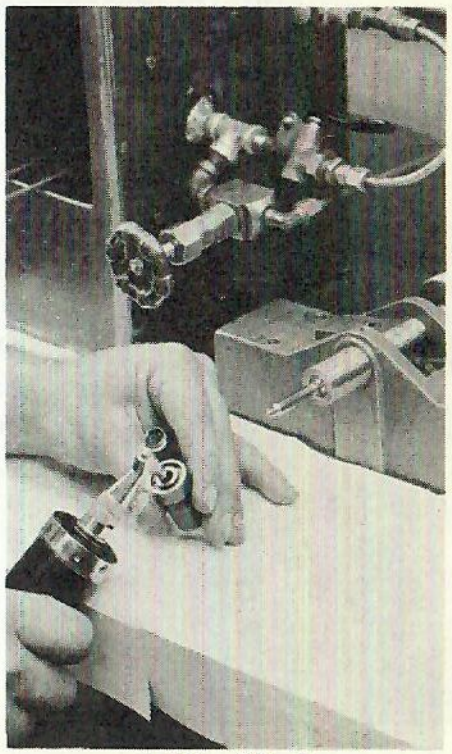

FIG. 82-1
2. Examine seat in nozzle body with a light and magnifying glass, Fig. 82-1, to determine whether it is pitted, grooved or pounded as the result of many operating hours. Should the seat be other than in good condition, it must be refinished by the use of a cast iron tipped lapping arbor. Arbors are supplied four in a set. Each arbor is slightly different in diameter. Select the largest one which will enter the nozzle body.
3. Insert selected arbor in lapping machine, Fig. 82-1. Start machine and observe whether arbor runs "true". Do not attempt to lap with an arbor that wobbles.